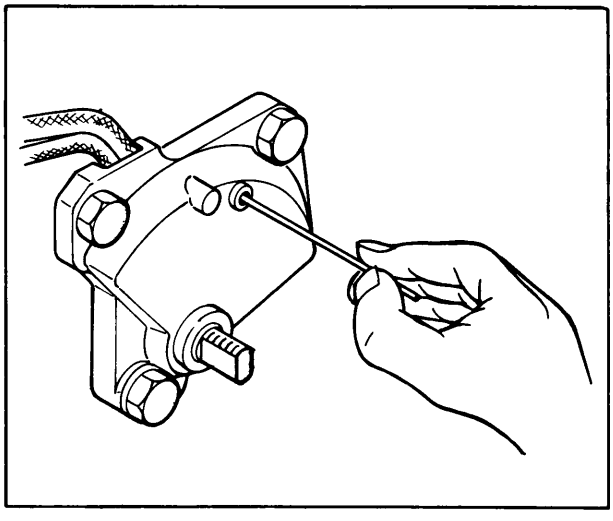

Fig. 7B–7 Inhibitor switch adjustment
4. Rotate the switch and insert an 1.5 mm (0.059 in) diameter alignment pin through the alignment pin hole and into the hole of the internal rotor (Fig. 7B–7).